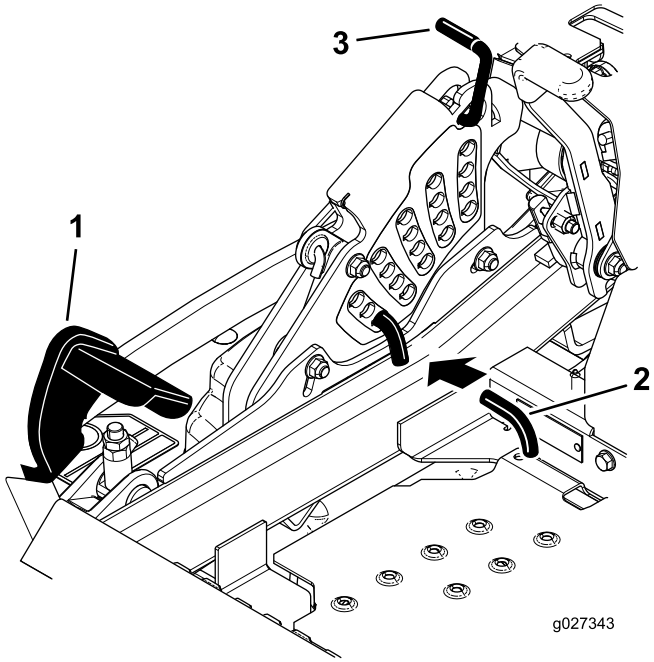

Figuur 27
2. Druk het voetpedaal in en breng het maaidek omhoog tot de transportstand (dit is de maaihoogtestand van 140 mm, zie Figuur 27.
3. Om dit aan te passen, draait u de pen 90 graden en verwijdert u de pen uit de maaihoogtebeugel (Figuur 27).
4. Kies de opening in de maaihoogtebeugel die overeenkomt met de gewenste maaihoogtestand, en steek daarin de pen (Figuur 27).